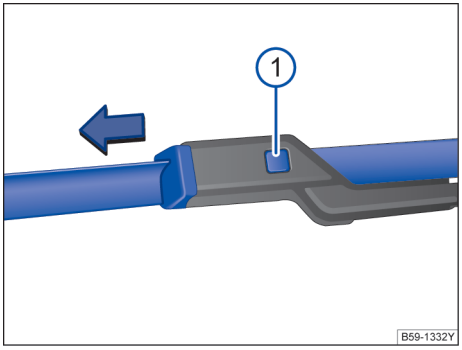

图 212 更换风窗刮水器刮水片
– 按住分离按钮→ 图 212 ① 同时沿图示箭头方向拉出刮水片。